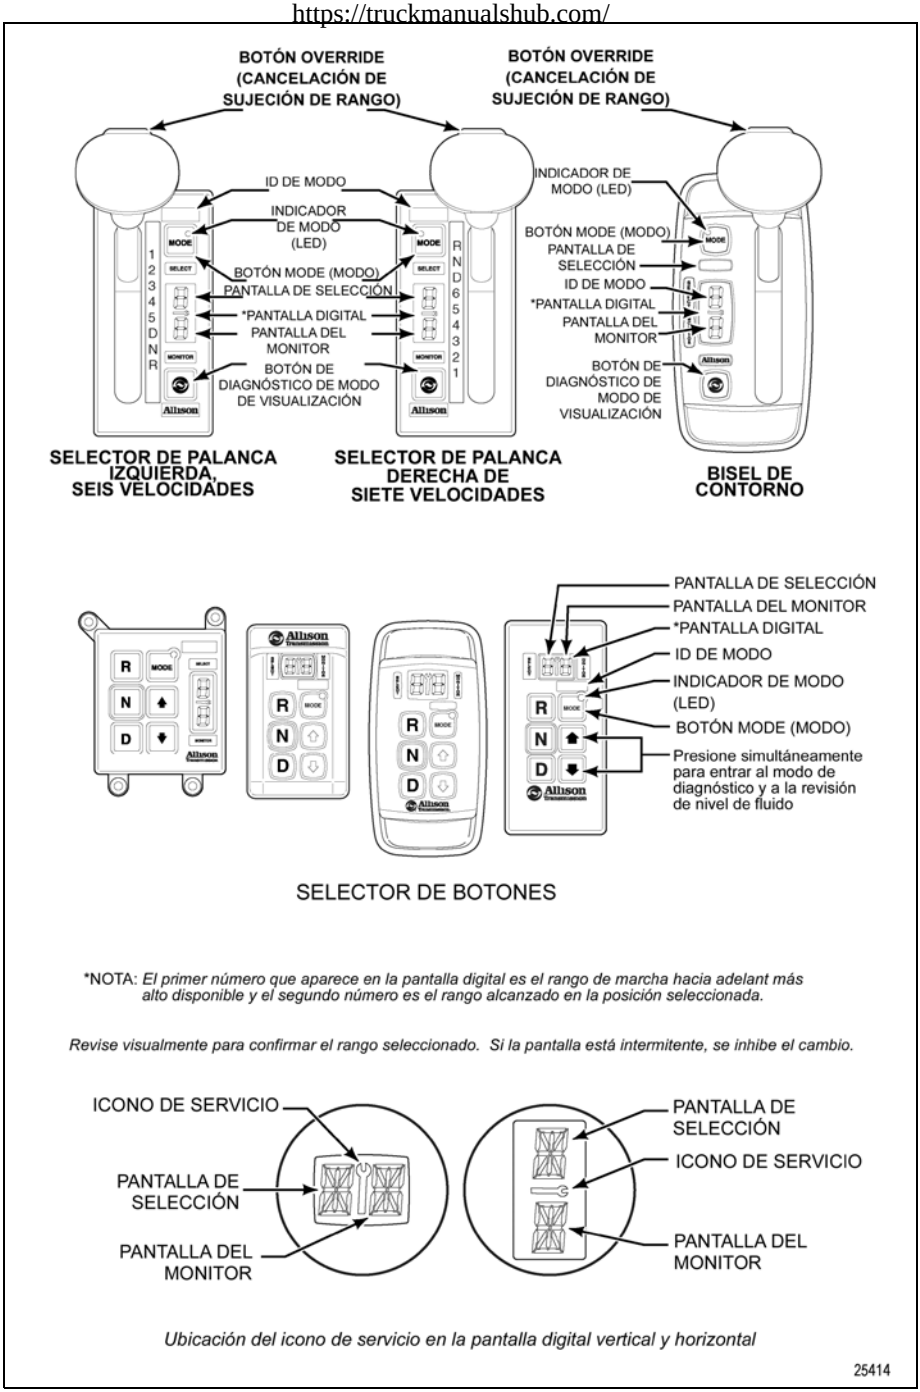

Figura 3–1. Selectores típicos de cambios de pronósticos Allisonde 4ta generación
El cambiador de botones se inicializa automáticamente en Neutro. Cuando se presenta esta condición y la ignición está encendida, la pantalla digital indica "N" para Neutro tanto en las ventanas de la pantalla SELECT (Seleccionar) y MONITOR (Supervisar). Esto indica que **N** (Neutral) ha sido seleccionado y obtenido y que ahora se puede arrancar el motor. Consulte Figura 3–1 y Tabla 4–1 para obtener información adicional.
1. Cambie a **D** (Avance) y manténgalo levemente acelerado (nunca totalmente acelerado). Consulte Figura 3–1 y Tabla 4–1 para obtener información adicional.